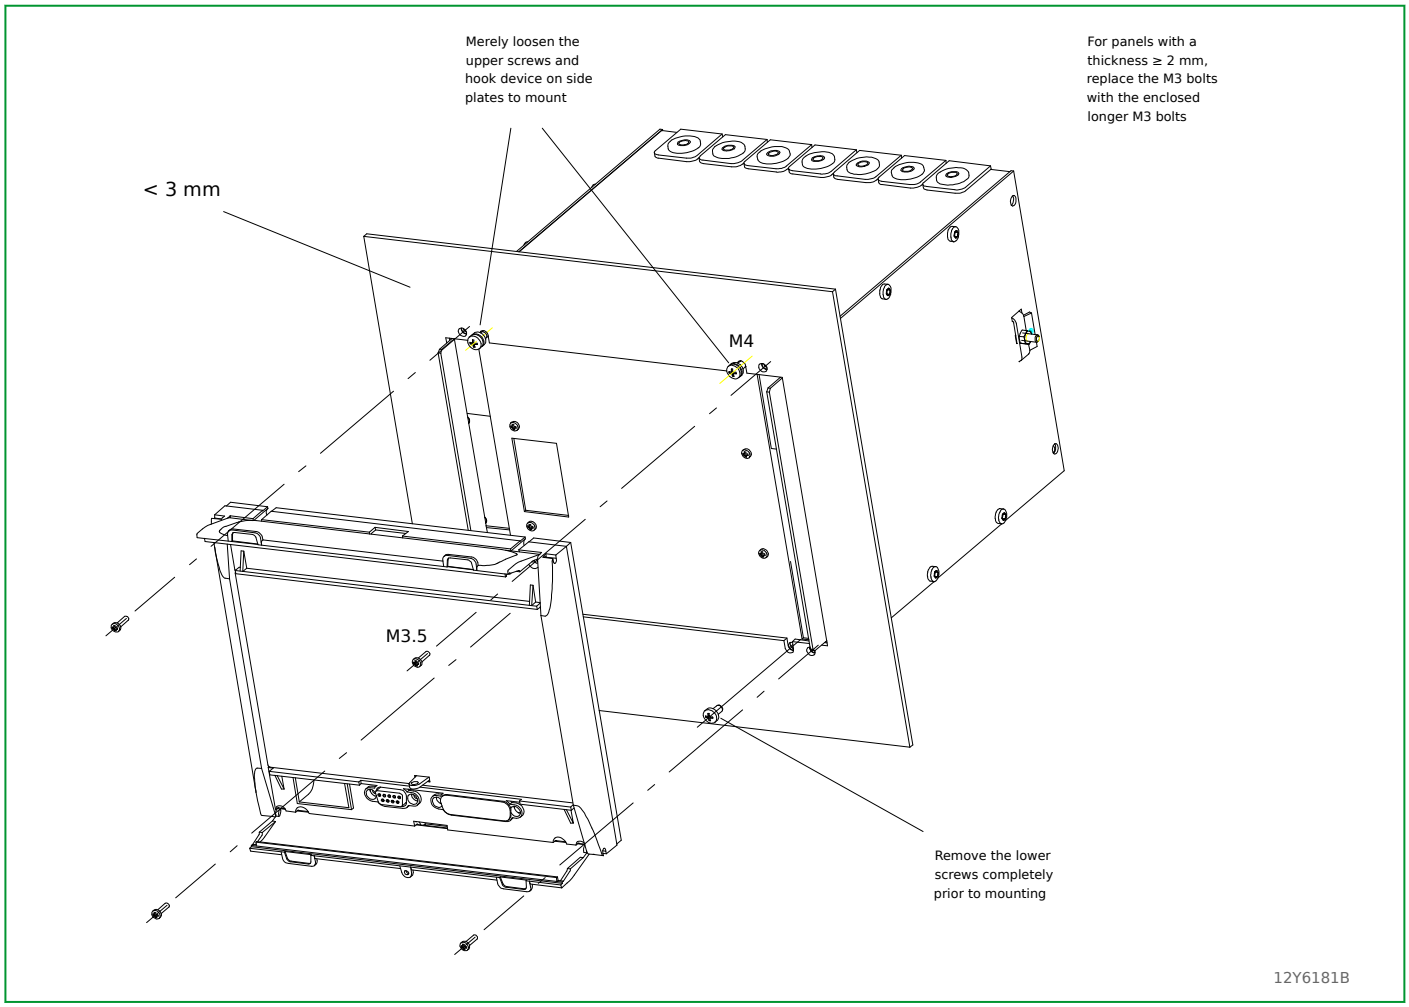

Fig. 5-3: Installation of a case into a control panel. Flush-mount method 1 (without the angle brackets and frame). Example for a device with a 40 TE case.
2. Remove the M3.5 screws (see Fig. 5-3, (p. 5-9)).
Then remove the lower M4 screws and only loosen the upper M4 screws (see Fig. 5-3, (p. 5-9)). Now insert the P633 into the panel opening from the rear so that the upper M4 screws fit into the corresponding holes. Then tighten all the M4 screws. After this, replace the local control panel.